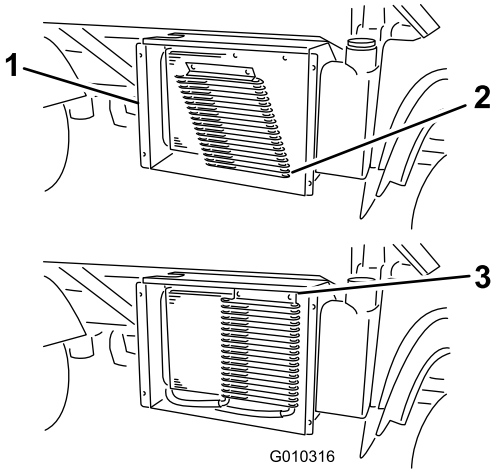

Figuur 58
3. Als uw machine met sluitingen is uitgerust, draai deze dan en draai de oliekoeler weg van de radiateur (Figuur 58).